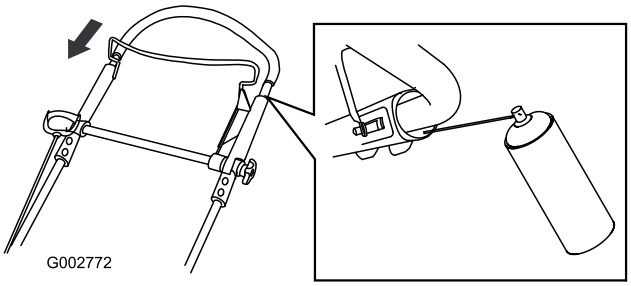

Figur 34
2. Tryck ner det övre handtaget helt och spreja plastinsidan på det yttre handtaget (Figur 34).